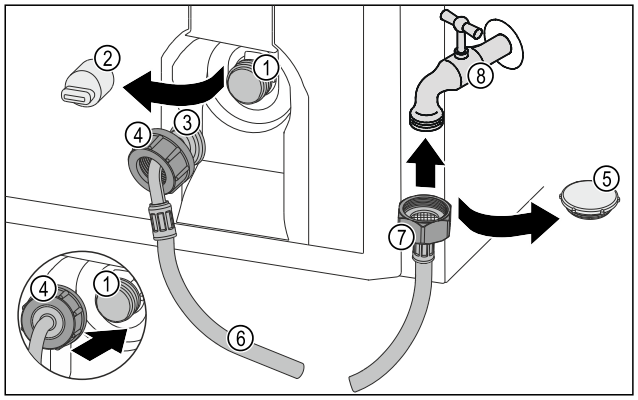

Fig. 33
▶ Sluitdop *Fig. 33 (5)* verwijderen.
▶ Rechte slangeinde *Fig. 33 (7)* op de waterkraan *Fig. 33 (8)* plaatsen.
▶ Moer op het rechte slangeinde *Fig. 33 (7)* rechtsom vastdraaien.